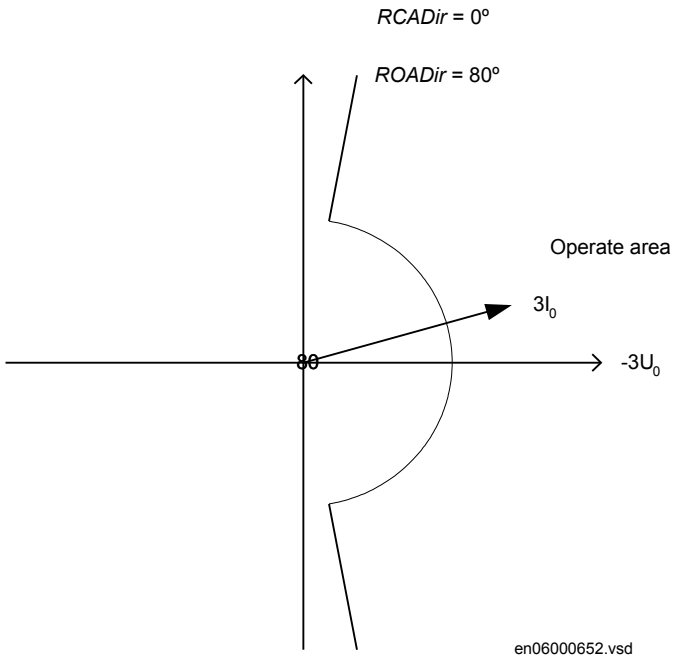

Figure 55: Example characteristic
4. Compare the result with the set values, refer to figure 55 for example characteristic.